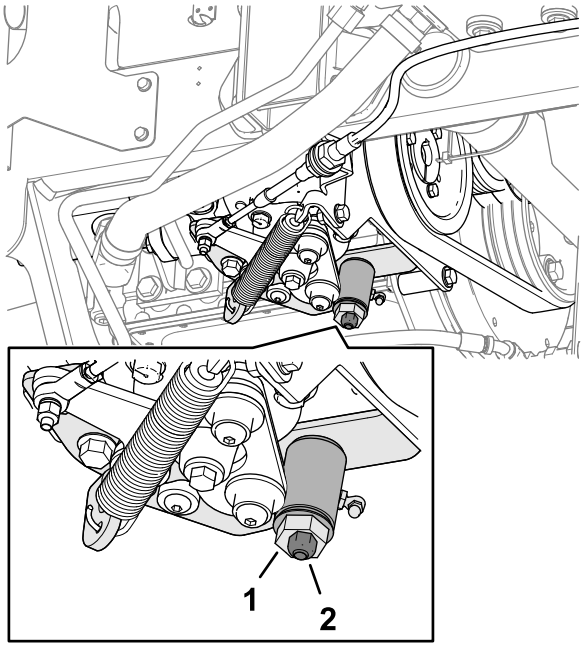

Figuur 80
3. Draai de borgmoer op de afstelnok van de tractie los (Figuur 80).